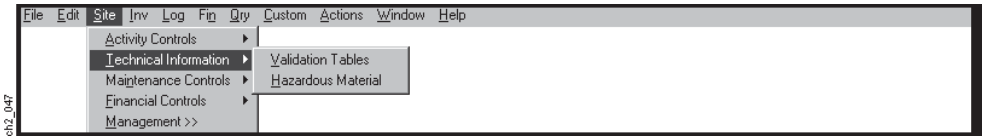

Figure 2-68
(2) **Step 2.** On the Site Submenu above (Figure 2-68), select the Technical Information Option.